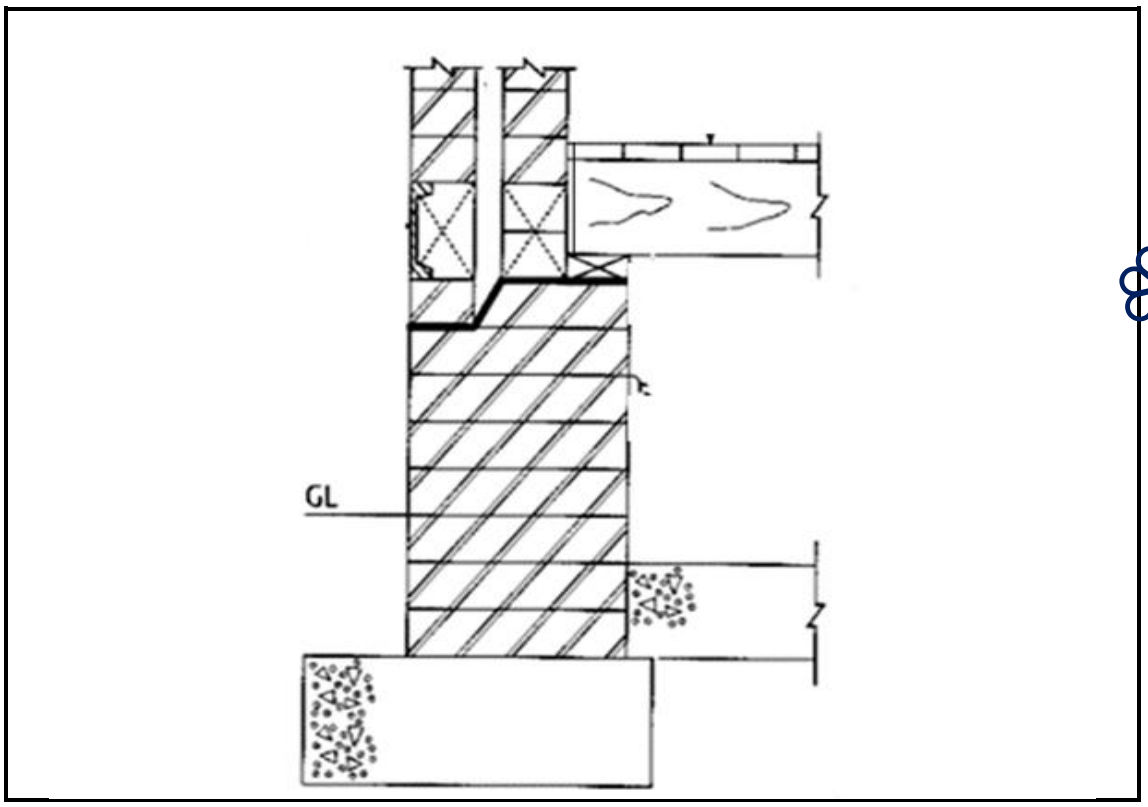

FIGUUR 2 (13)
3.4 FIGUUR 2 op die volgende bladsy toon 'n gedetailleerde tekening van 'n houthangvloer wat aan die linkerkant deur 'n gemesselde muur ondersteun word.